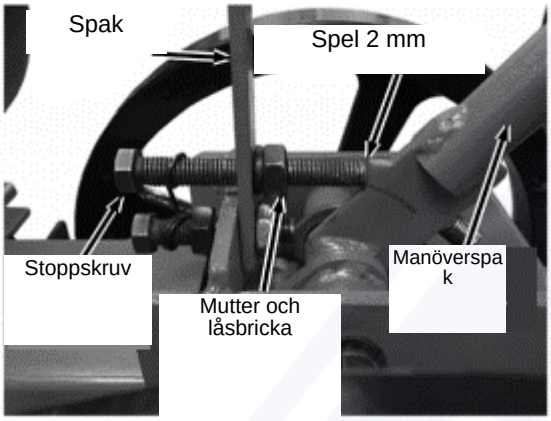
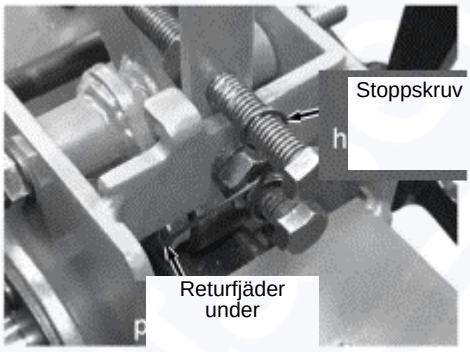

Bild 17
Bild 19
2. Ta bort muttern och låsbrickan med en 17 mm-nyckel. Lossa stoppskruven med en 14 mm-nyckel (bild 17).
8. Montera muttern, låsbrickan och stoppskruven igen. Kontrollera att stoppskruven går genom returfjädern och sitter ordentligt under ramstödet (bild 19). Se till att det finns 2 mm mellan spaken och stoppskruven (bild 17).